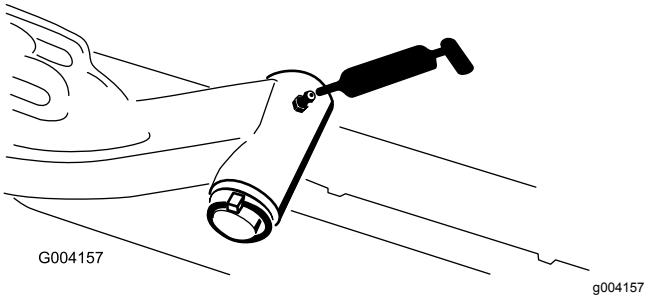

Figur 47
- Løftearmenes drejeaksel (1 hver) (Figur 47)